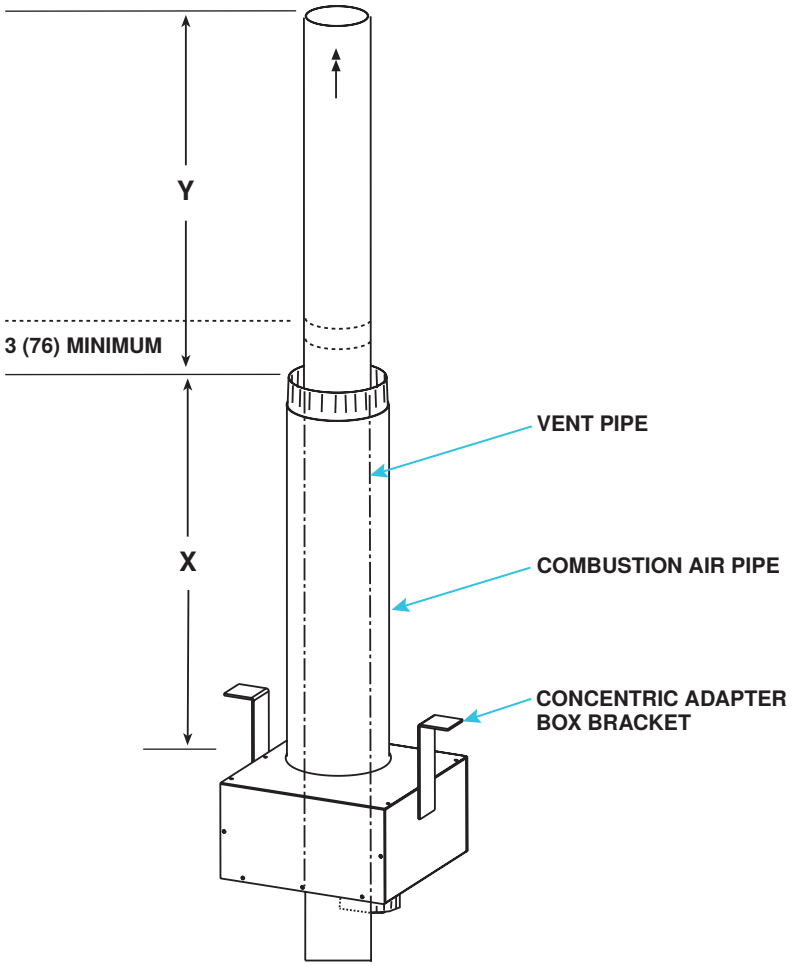

Figure 20. Combustion Air Pipe Installation
5. Connect outside section of combustion air pipe to concentric adapter box (see **Figure 20**):
a. Refer to **Figure 20** to determine length of dimension X as follows:
(1) Bracket length
(2) Plus roof thickness
(3) Plus anticipated snow depth
b. Second section of double-wall pipe (see dimension Y in **Figure 20**) may be connected as needed to continuous section of vent pipe. Ensure that connection is minimum of 3 inches (76 mm) above combustion air pipe and that height is 12 inches (305 mm) minimum—34 inches (864 mm) in cold climates where design ambient temperature is −10°F (−23°C) or lower.
6. Secure concentric adapter box to underside of roof (see **Figure 20**):
a. Refer to **Figure 20** to determine lengths of each pipe segment and to calculate total length required. Determine length by adding requirements:
(1) Starting at bottom, vent pipe can extend maximum of 6 inches (152 mm) below box
(2) Plus 6 inches (152 mm) through box
(3) Plus length of brackets above box
(4) Plus width of roof
(5) Plus height of outside combustion air pipe above roof
(6) Plus mimimum of 3 inches (76 mm) beyond top of inlet air pipe
(7) Total is mimimum length of vent pipe section—if actual piece of vent pipe is longer, extend it farther above combustion air pipe—do not extend it more than 6 inches (152 mm) below box